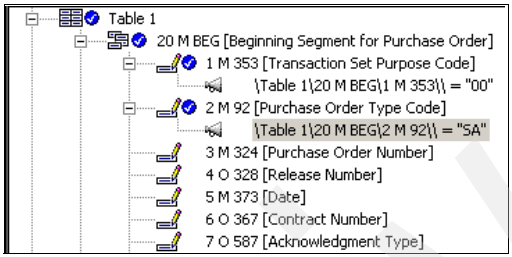

Figure 18-8 Assign value to data element
12. After assigning a value of SA to data element 92, the mapping command window should appear as shown in Figure 18-8.